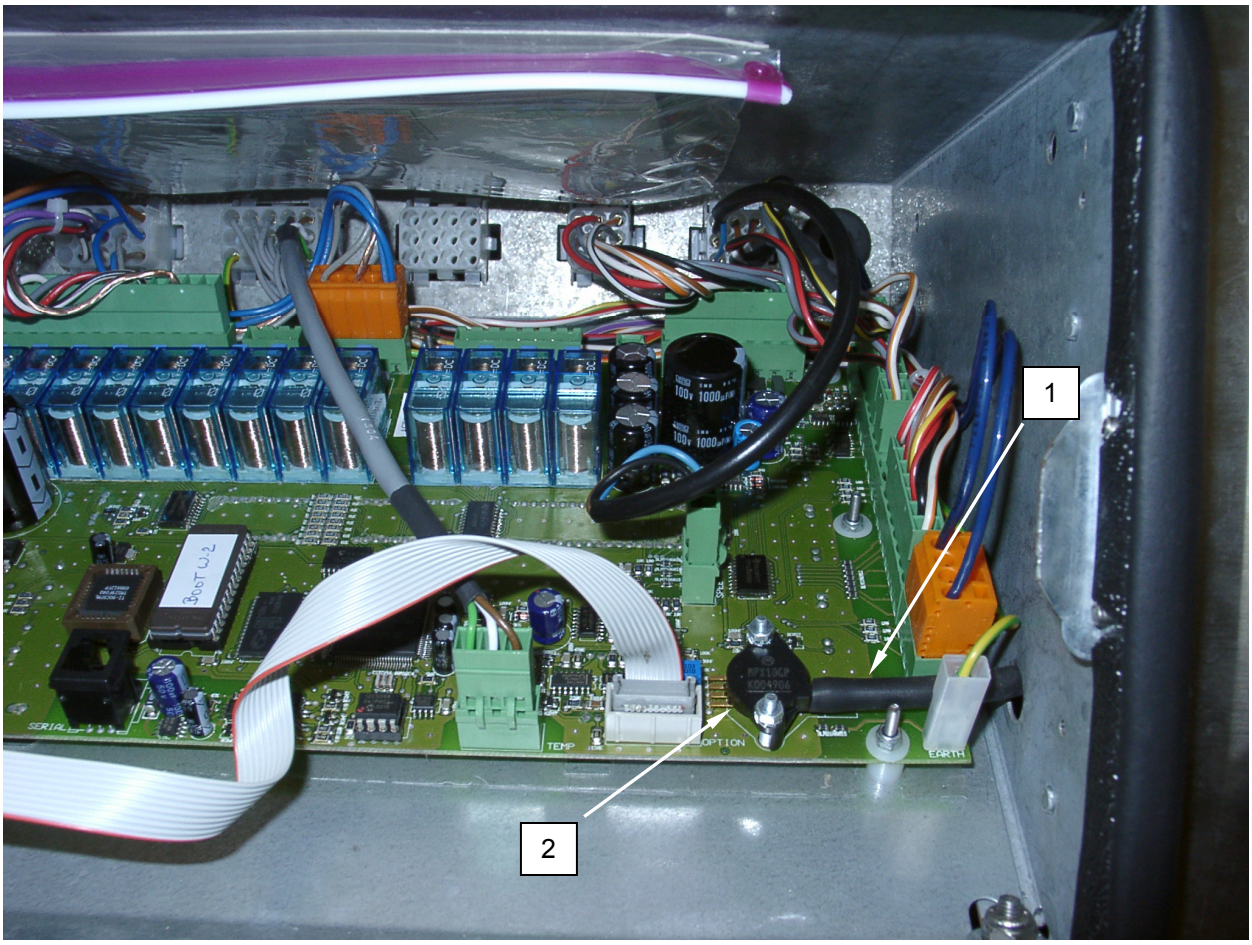

Figure 2. Clean the Level Sensing Tube.
3. Disconnect level sensing tube **(Figure 2, Item 1)** from level sensor **(Figure 2, Item 2)**.
4. Use compressed air to clear level sensing tube **(Figure 2, Item 1)**.
5. Reconnect level sensing tube **(Figure 2, Item 1)** to level sensor **(Figure 2, Item 2)**.